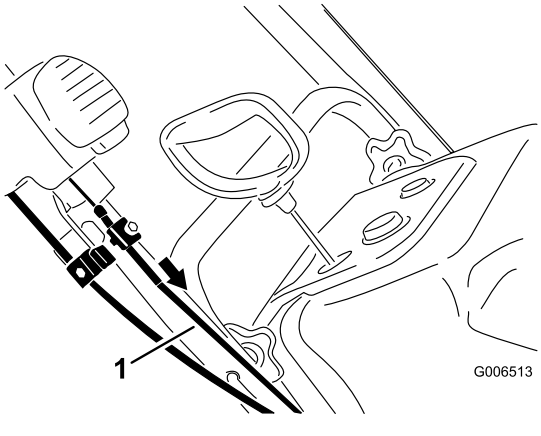

Рисунок 36
5. Потяните вперед оболочку верхнего троса так, чтобы устранить провисание троса, и затем надежно затяните винт зажима верхнего троса (Рисунок 36).